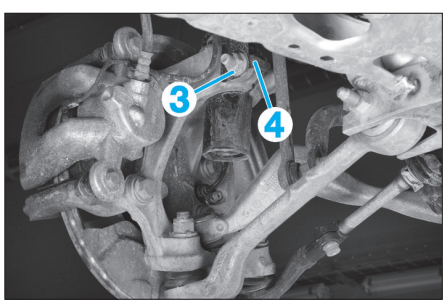

Fig. 34
• Déposer l'écrou (3), retirer le support (4) et extraire la vis **(Fig.34)**.